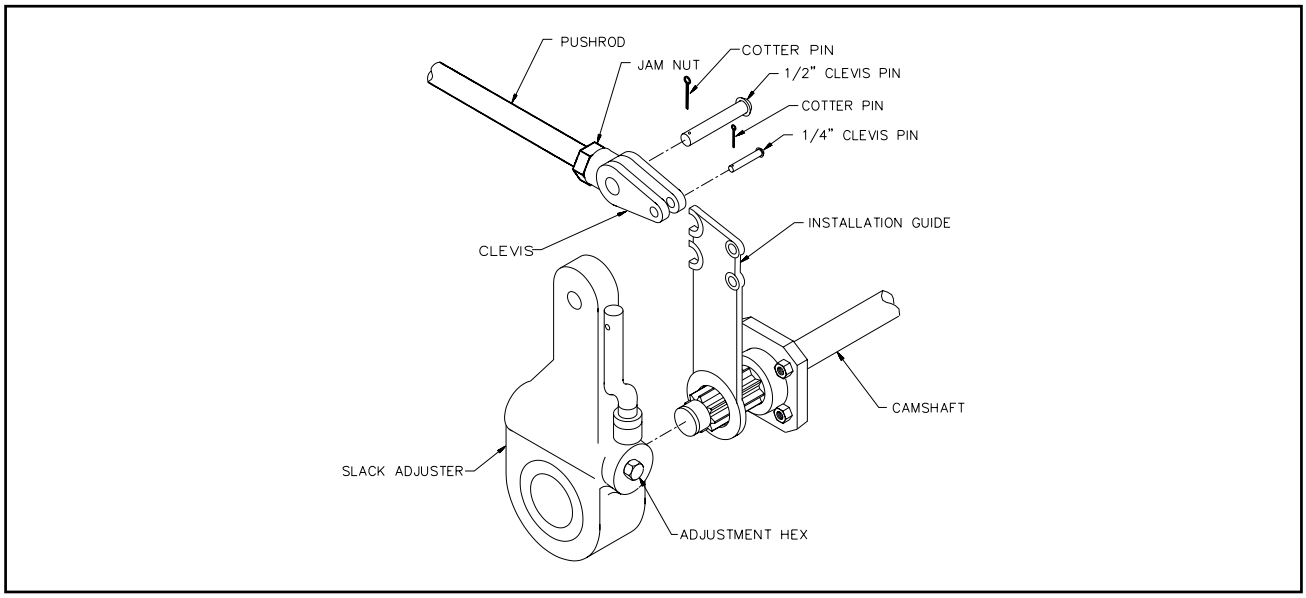

Figure 4-11 Slack Adjuster
4. Disconnect the slack adjuster from the connecting rod by removing the clevis pin **(See Figure 4-11)**.
4. Remount the brake chamber on the axle brackets and reconnect the air service hoses and the slack adjuster connecting rod **(See Figure 4-11)**.
a. Operational Check (See Figure 4-11)
b. Replacing Slack Adjuster (See Figure 4-11)